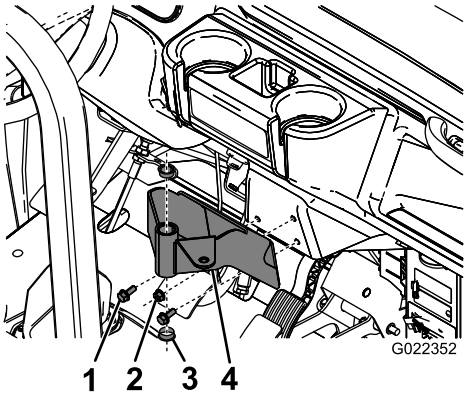

Figur 6
1. Monter konsollens monteringsbeslag på Workman-instrumentbrættet (eller adapterpladen) ved hjælp af tre bolte og tre flangemøtrikker som vist i Figur 6.
2. Indsæt de 2 plastikbøsninger i monteringsbeslaget (Figur 6).